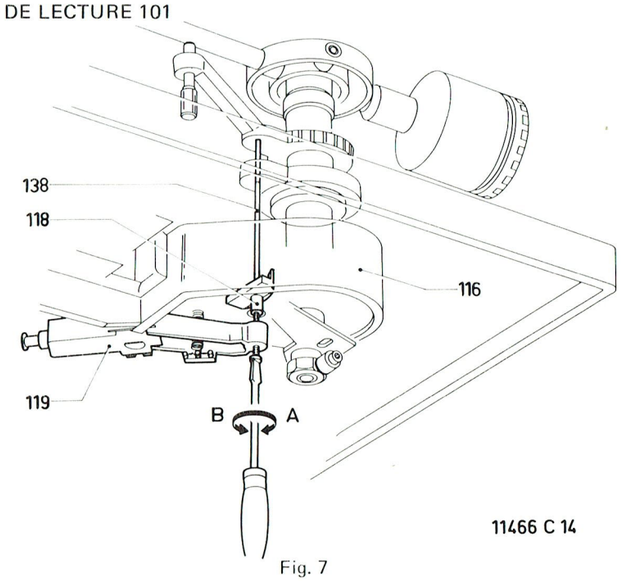

Fig. 7
(GB) SEE VOIR Fig. 7
3. Turn the screw with cap. 118 so far clockwise (A) that, by means of lift piece 138, the PU arm just starts lifting.
4. Turn the screw two revolutions counterclockwise (B).